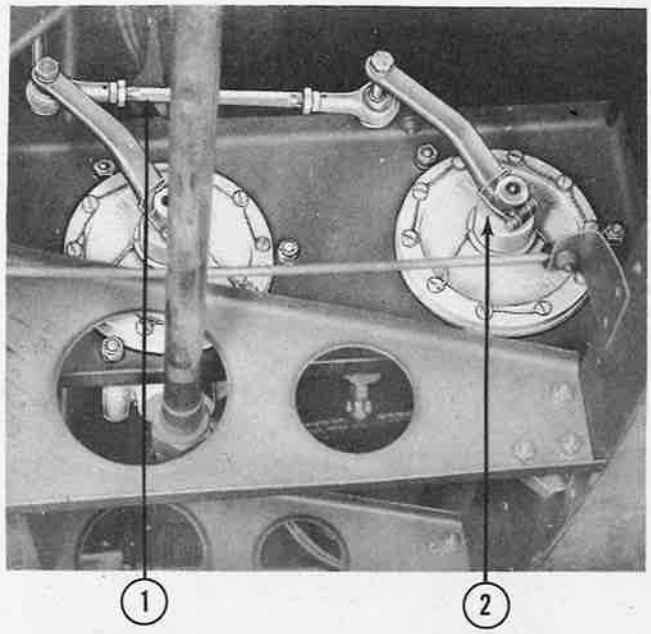
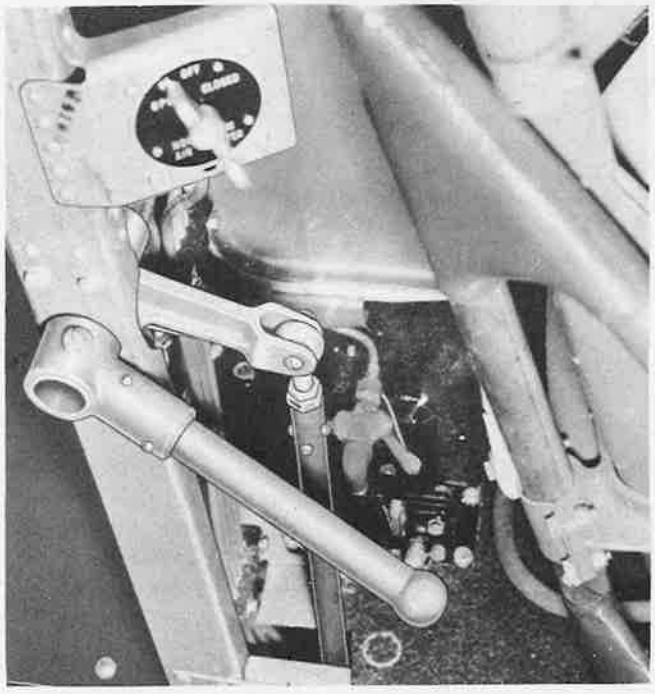
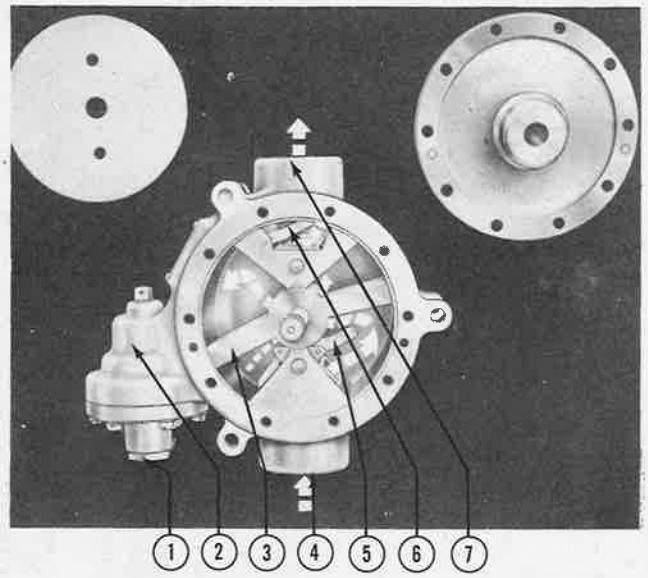

Figure 296—Wobble Pumps (Installed on Some Airplanes)
Figure 297—Wobble Pump Control (Installed on Some Airplanes)
Figure 298—Wobble Pump Disassembled (Installed on Some Airplanes)
(1) DESCRIPTION.—The two wobble pumps are located in the nose section forward of the center wing and are mounted end to end (figure 296) to the left of the airplane center line (32, figure 295). The arms of the two pumps are connected by a link assembly. (See 1, figure 296.) This link assembly is attached to two rods which in turn connect with a bell crank on the red wobble pump handle (figure 297) which is located near the pilot's seat. When the wobble-pump handle in the pilots' compartment is moved up and down, it exerts a push-pull force on the rods connected to the two pumps and causes the pumps to operate together. The Romec-type hand pumps consist mainly of a vane and six gate valves, two inlet and four outlet. (See figure 298.) The fuel is drawn through the inlet gates (5, figure 298) and then forced by the vane (3, figure 298) under pressure through the outlet gates (6, figure 298). The pump is capable of producing up to 26 psi pressure. A bypass valve (2, figure 298) allows fuel to flow around the pump when the engine-driven pumps are operating and the wobble pump is inoperative.
(2) REMOVAL AND DISASSEMBLY.
(b) Disconnect and remove the link assembly (1, figure 296) that joins the two arms on the pump.
wires and removing the screws in the plate on the arm side of the pump. (See figure 296.)
(c) If the pump is leaking around the packing nut (2, figure 296), tighten the nut, or repack.
(a) Check the stroke of the pumps by checking the movement of the red handle near the pilot's seat (figure 297). The bracket on the bottom of the handle should touch the stops in the frame at both the top and bottom of the stroke.
(b) If a full stroke is not being obtained, adjust the first rod (figure 297), below the red wobble pump handle in the pilots' compartment, by loosening the nut between the rod and the bearing rod end and turning the rod. Turning the rod clockwise shortens the stroke; turning the rod counterclockwise lengthens the stroke.
(c) When operating properly, the pump should test 26 psi pressure. Pressure may be adjusted by turning the screw on the bottom of the bypass and relief valve housing. (See 1, figure 298.) Turning the screw clockwise increases the pressures.